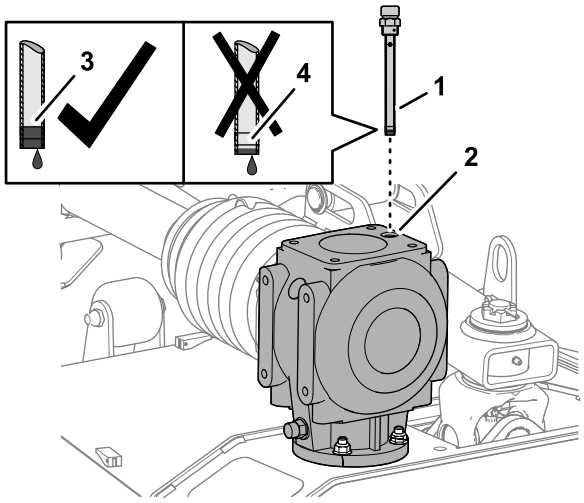

Figur 52
1. Ta ut mätstickan ur mätstickans öppning längst upp på mittväxellådan (Figur 51 eller Figur 52).
2. Kontrollera vätskenivån som indikeras på mätstickan (Figur 51 eller Figur 52).
4. Gänga in mätstickan i påfyllningsöppningen och dra åt mätstickan (Figur 51 eller Figur 52).